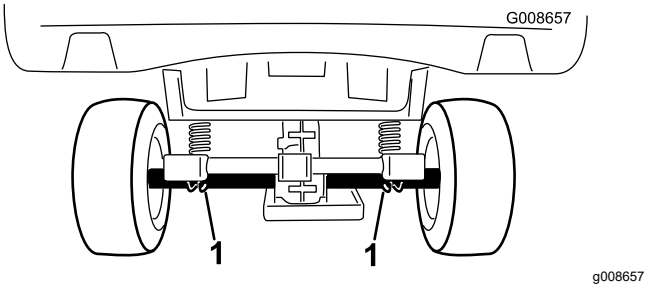

**Figur 25**
- Lyftpunkten baktill på maskinen sitter under axelrören (Figur 25).